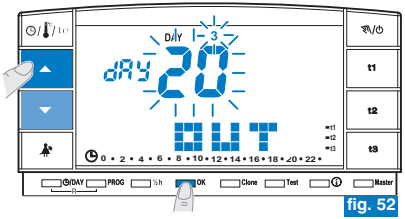

fig. 52
- Confirmar pulsando la tecla **OK** (fig. 52).